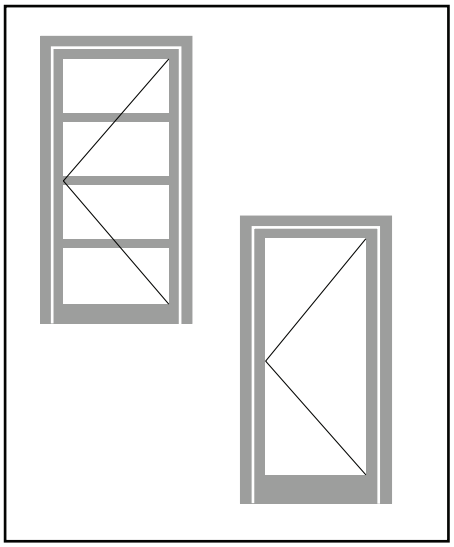

Abb. 2 / Fig. 2 / Fig. 2
– ein oder mehrere Riegel (Abb. 2)
– hoher Sockel (H ca. 200 mm, Abb. 2)
– une ou plusieurs traverses (fig. 2)
– socle plus élevé (H 200 mm env. fig. 2)
– one or more mid-rails (fig. 2)
– high bottom rail (h approx. 200 mm, fig. 2)